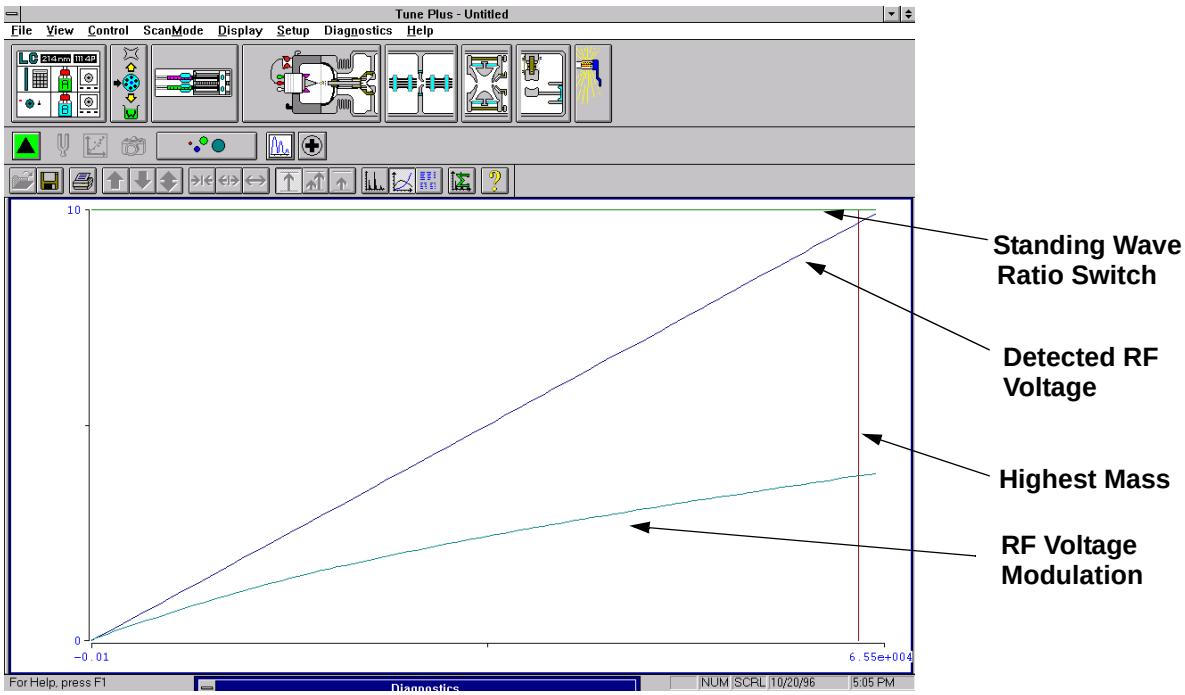

Figure 4-11. Graph view for ring electrode RF voltage modulation tuning
c. Click on the **Start** button to start the ring electrode RF modulation tune program. The Graph view should look like Figure 4-11: